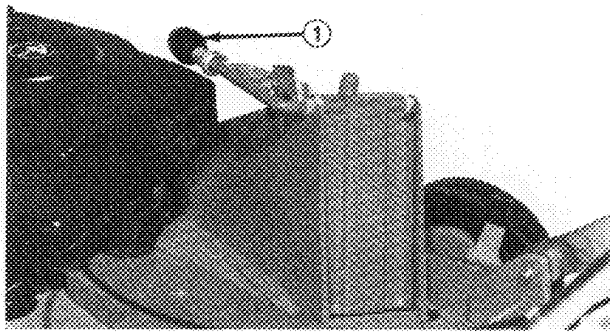

Figure 16
2. Assure chute door handle is fully forward and lockout lever is released into catch (Fig. 16). The chute door of mower housing is now closed.